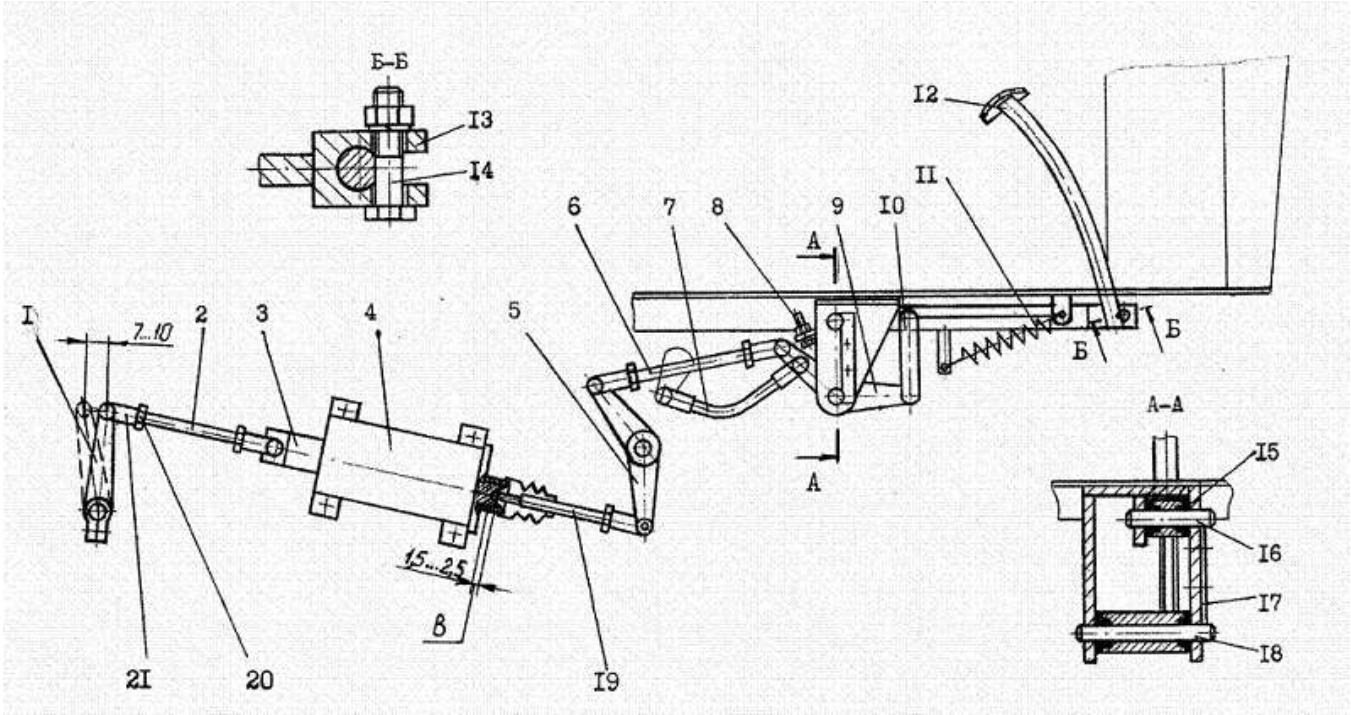

Рисунок 5 Привод выключения муфты сцепления
- отсоединить тягу 2 **(рисунок 5)** от рычага сцепления 1;
В схеме привода выключения муфты сцепления, установленной на дизеле ЯМЗ-236Г-6 двуплечий рычаг 5 установлен между гидроусилителем и рычагом сцепления 1 для изменения направления усилия **(рисунок 5)**.